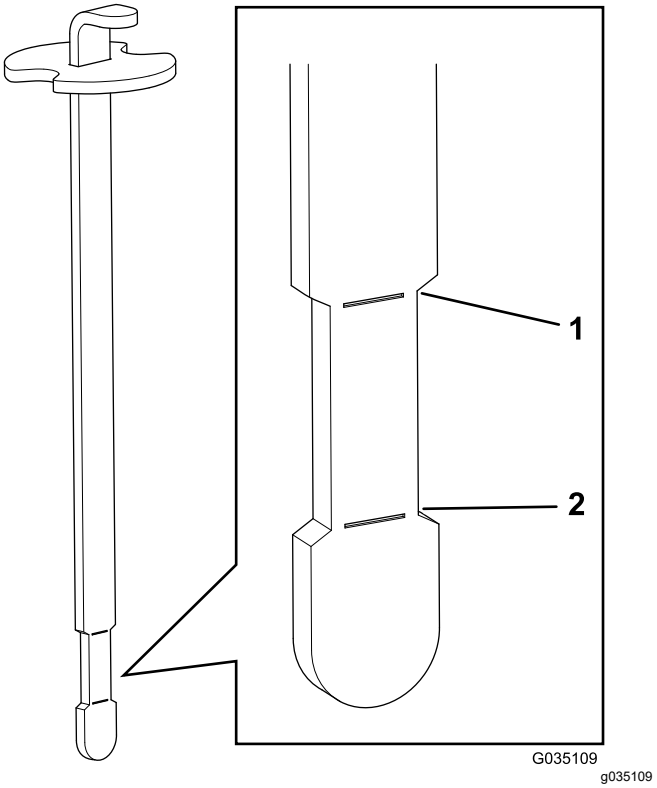

Figur 40
6. För in oljestickan i påfyllningsröret, ta sedan ut den igen och kontrollera oljenivån (Figur 40).